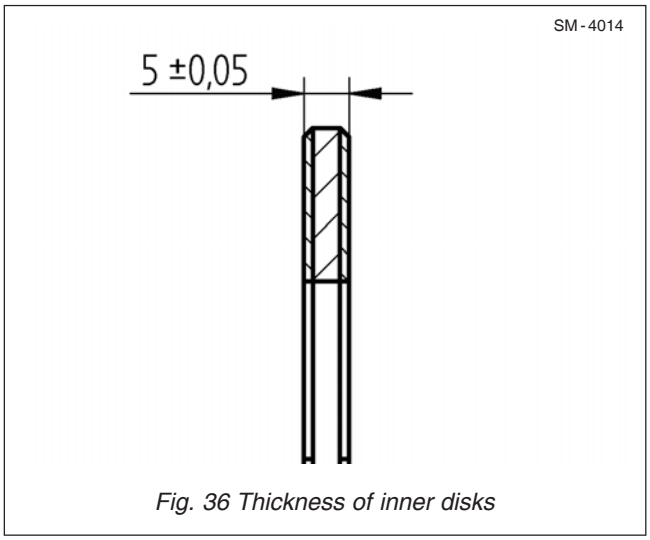

Fig. 36 Thickness of inner disks
13. All inner coated disks must be checked dimensionally. The complete thickness for coating disks in new condition is 5mm. If the coating disks thickness is less than 4.65mm, the disks must be replaced.Refer to Fig. 36 & 37